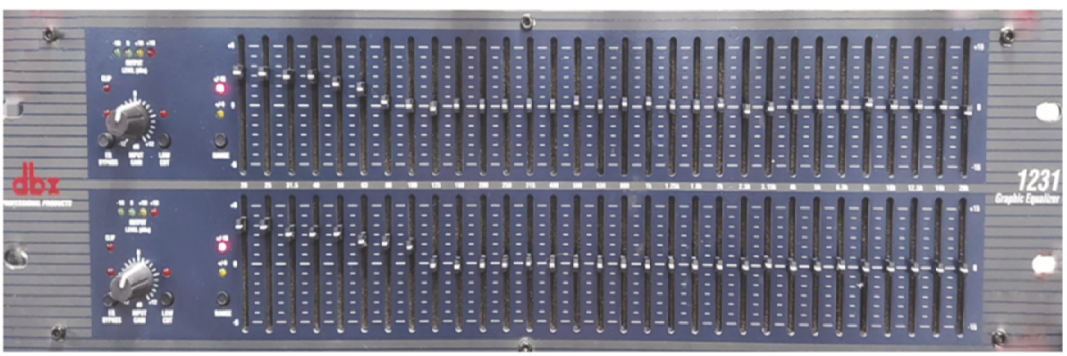

**FIGURE 4.53** (Step 16) dbx 2231 dual 31-band graphic equalizer.
18. **Demonstrating amplifier gain in dB.** In the following steps you will use an audio graphic equalizer (EQ) as a versatile filter to investigate the frequency spectra of various waveforms. Refer to Fig. 4.53. The EQ has two banks of 31 *sliders*, where each bank, top and bottom, is a different channel, usually left and right in a stereo. Each slider controls the output of a narrow range of frequencies, called a **band**. The range of frequencies affected by each slider is shown in Fig. 4.42, bottom. Sliding the control up makes the output voltage at the center of that band of frequencies larger (i.e., amplifies it), by up to +15 dB (5.6 times larger), and down makes it smaller (i.e., attenuates it), by up to –15 dB (5.6 times smaller). Frequencies outside the band are not affected. In this case the units of dB represent the gain, or change in amplitude, of the output voltage with respect to the input voltage of the EQ.